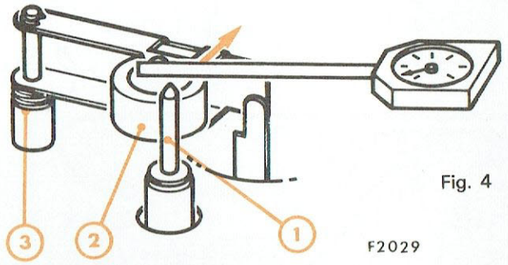

Fig. 4
A. CONTROLE DE LA FORCE D'APPUI DU GALET PRESSEUR (Fig. 4)
- A l'aide d'un dynamomètre mesurer la force d'appui du galet (2) sur le cabestan (1). La valeur lue doit être :